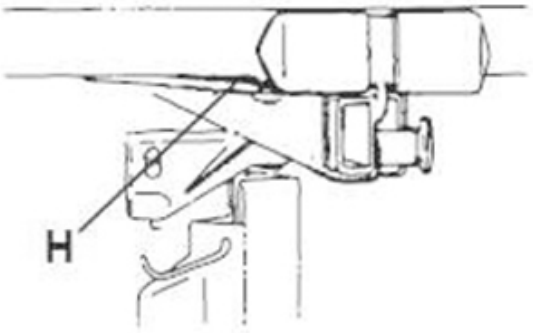

FIG. 7
- Insert the horizontal telescopic rods into the previously installed main support (Fig.7). Note that the horizontal telescopic rods are interchangeable